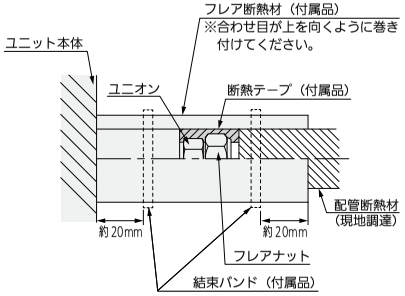

図6
- 図6に従って液管・ガス管とも、断熱してください。フレアナット部に断熱テープ（付属品）を巻き付けてください。配管接続部にはフレア断熱材（付属品）を隙間がないように巻き付け、結束バンド(付属品)で締め付けてください。結束バンドの余分な部分は切断してください。